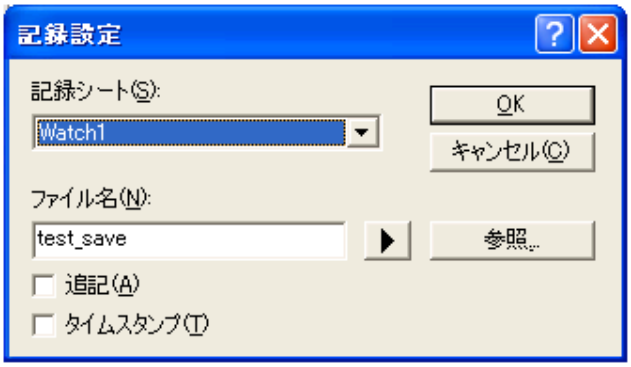

図 4.32　記録設定画面
(12) 記録開始時に図 4.32の設定画面が表示されます。